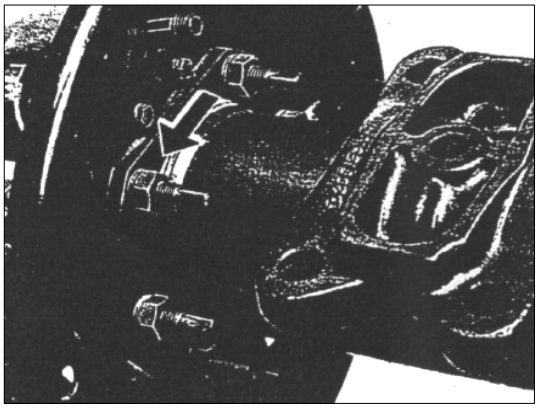

РИС. 360
2) Затяните гайки крепления опорного диска с усилием 12 кг·м. (см. рис.360).